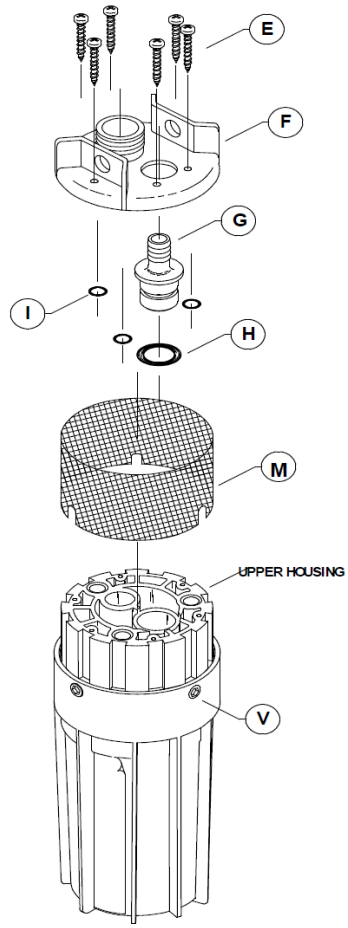

ABBILDUNG 16
11. Setzen Sie das Filtersieb (M) ein (Abb. 16).
11.2 Richten Sie die Schlitze im Filtersieb (M) mit den Schrauben (V) im Oberen Gehäuse (N) aus und schieben Sie das Filtersieb (M) über die Schrauben (V).
12. Setzen Sie den Auslassfilter (G) ein (Abb. 16).
12.2 Drücken Sie die Auslassarmatur (G) in die Öffnung im Oberen Gehäuse (N).
13. Setzen Sie die Hebeplatte (F) mit den drei O-Ringen (I) auf die Zapfen (Abb. 16).